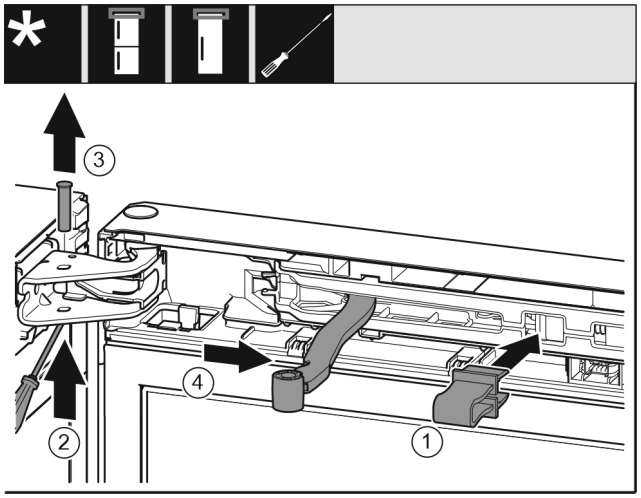

Fig. 11
▶ Nofiksējiet aizturi *Fig. 11 (1)* atverē.
▶ Izbīdiet tapu *Fig. 11 (2)*.
▶ Izņemiet ārā tapu *Fig. 11 (3)* uz augšu.
▶ Pagrieziet šarnīru *Fig. 11 (4)* durvju virzienā.